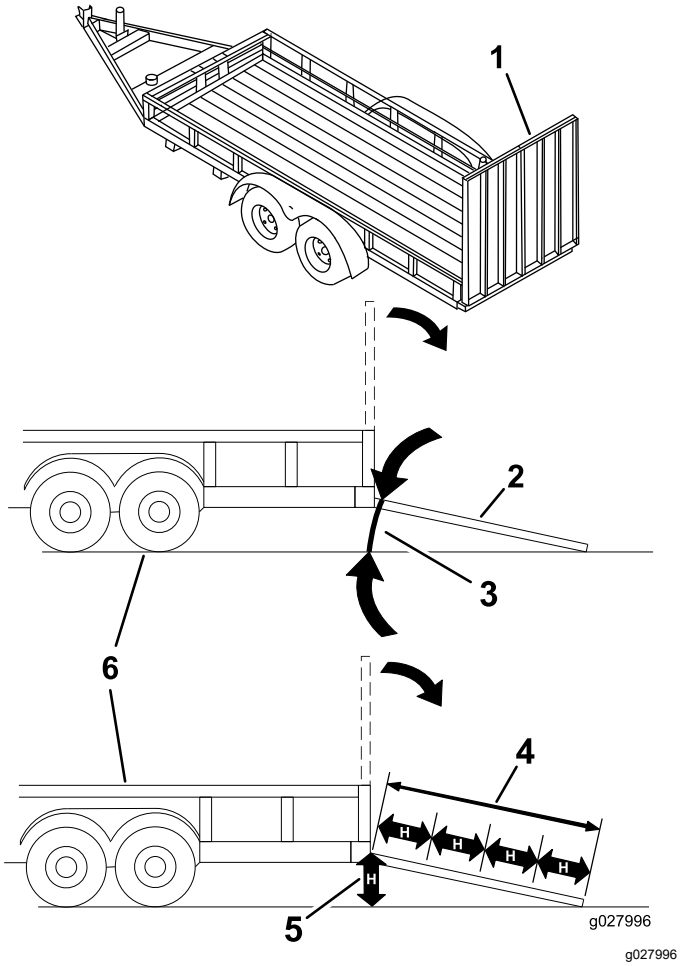

Figur 41
Om man lastar på en maskin på ett släp eller en lastbil ökar risken för att välta, vilket kan orsaka allvarliga personskador och innebära livsfara (Figur 41).
3. Sänk ned rampen och säkerställ att vinkeln mellan rampen och marken inte är större än 15 grader (Figur 41).
1. Sänk ned rampen och säkerställ att vinkeln mellan rampen och marken inte är större än 15 grader (Figur 41).